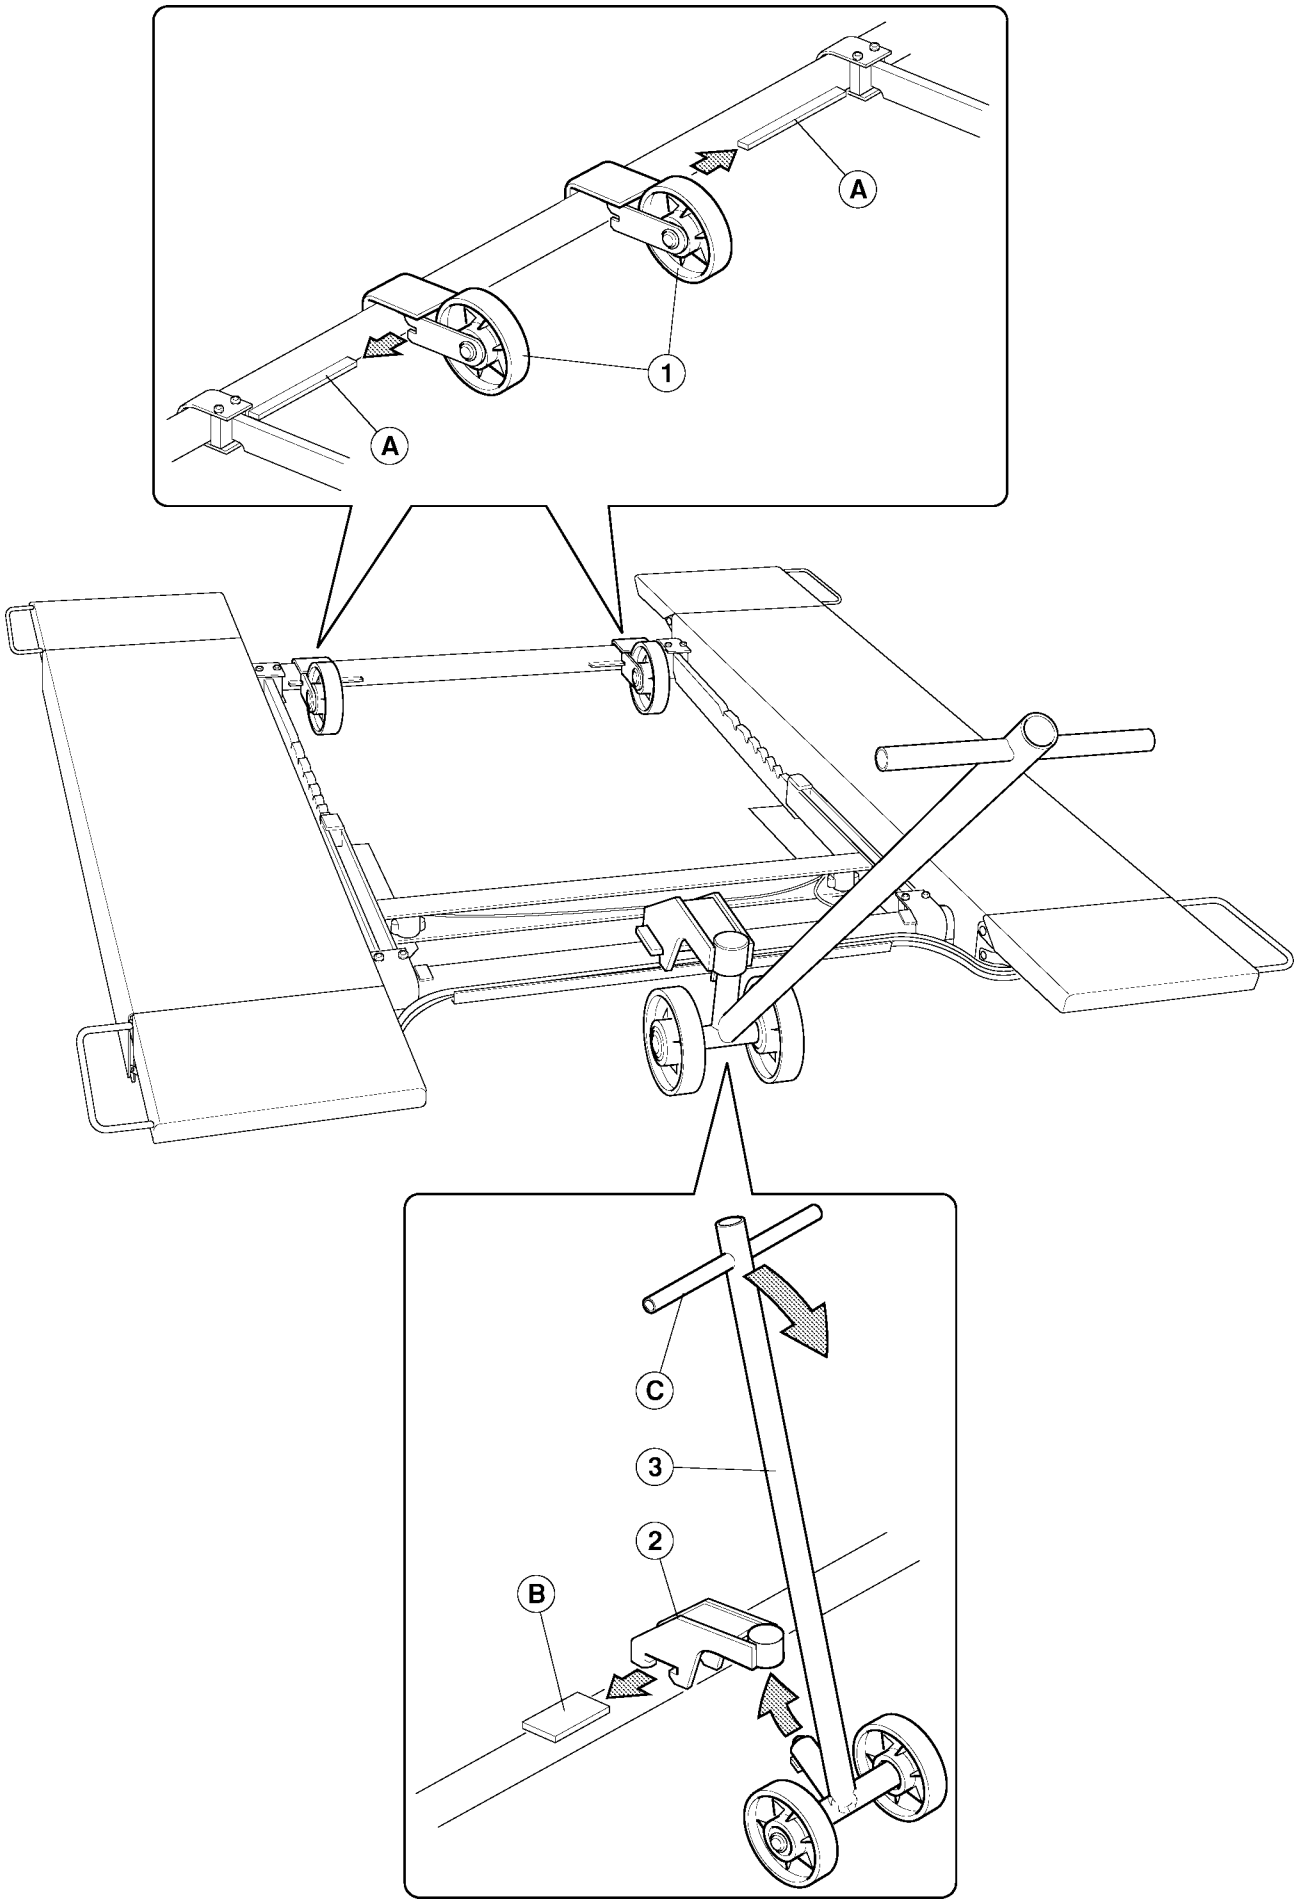

Fig. 15
5.11 MONTAGGIO RUOTE PER TRASLAZIONE PONTE (S 1450A1) (rif. fig. 15)
- Montare le due ruote (**1**) inserendole nelle apposite staffe (A) come mostrato in figura.
- Installare il supporto timone (**2**) nelle relative staffe (B).
- Inserire il timone (**3**) nel supporto come indicato in figura, agendo sull'impugnatura (C) nel senso indicato dalla freccia.
5.11 FITTING THE WHEELS FOR LIFT TRANSLATION (S 1450A1) (ref. fig. 15)
- Fit the two wheels (**1**) into the special brackets (A) as shown.
- Insert the shaft (**3**) in the support as shown, move grip (C) in the direction arrowed.
5.11 MONTAGE DER RÄDER ZUM VERFAHREN DER HEBEBÜHNE (S 1450A1) (siehe Abb. 15)
- Die beiden Râder (**1**) montieren indem man sie in die entsprechenden Bügel (A), so wie auf der Abbildung dargestellt, einfügt.
- Den Deichselhalter (**2**) in die jeweiligen Bügel (B) einfügen.
- Die Deichsel (**3**) gemäß Abbildung in den Halter einfügen, dabeiden Griff (C) in die vom Pfeil angegebene Richtung drehen.
5.11 MONTAGE DES ROUES POUR LA TRANSLATION DU PONT (S 1450A1) (réf. fig. 15)
- Monter les deux roues (**1**) en les introduisant dans les brides appropriées (A) comme indiqué sur la figure.
- Installer le support timon (**2**) dans les brides correspondantes (B).
- Introduire le timon (**3**) dans le support comme indiqué sur la figure, en intervenant sur la poignée (C) dans le sens indiqué par la flèche.
5.11 MONTAJE RUEDAS PARA DESPLAZAMIENTO PUENTE (S 1450A1) (ref. fig. 15)
- Montar las dos ruedas (**1**), introduciéndolas en los soportes (A) específicos, como se ilustra en la figura.
- Instalar el soporte timón (**2**) en los soportes correspondientes (B).
- Introducir el timón (**3**) en el soporte, como se indica en la figura, moviendo el mango (C) en el sentido indicado por la flecha.